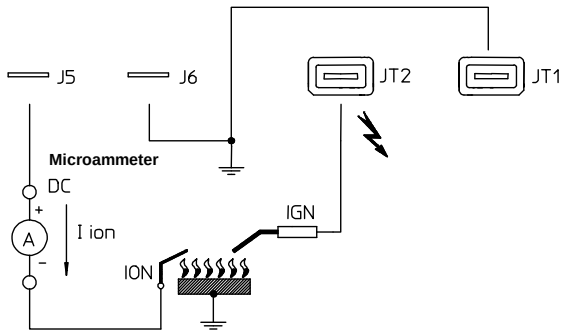

Fig. 7 – Flame signal measurement method in gas versions.
– The level of the flame signal is sufficient (see Fig. 7 and Fig. 8 for the measuring method to be adapted in case of controllers for gas and oil appliances respectively);